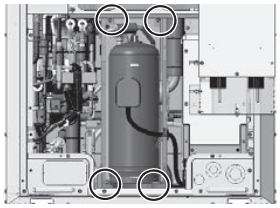

Figure 4
(4) Remove the right and left compressor covers by unscrewing the four screws. (See Figure 4.)